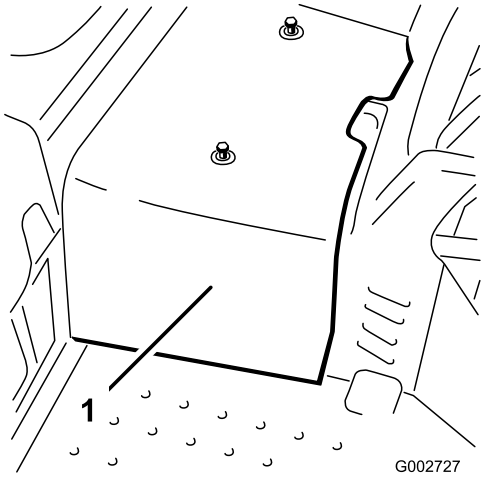

Figuur 38
2. Draai de 2 schroeven los waarmee het middelste scherm is bevestigd aan de machine en verwijder het scherm (Figuur 38).